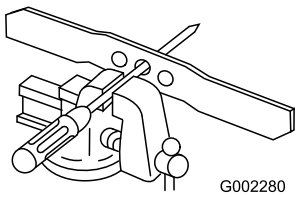

Figuur 33
1. Controleer de balans van het mes door het gat in het midden van het mes boven een spijker of de steel van een schroevendraaier te houden, die horizontaal in een bankschroef is geklemd (Figuur 33).